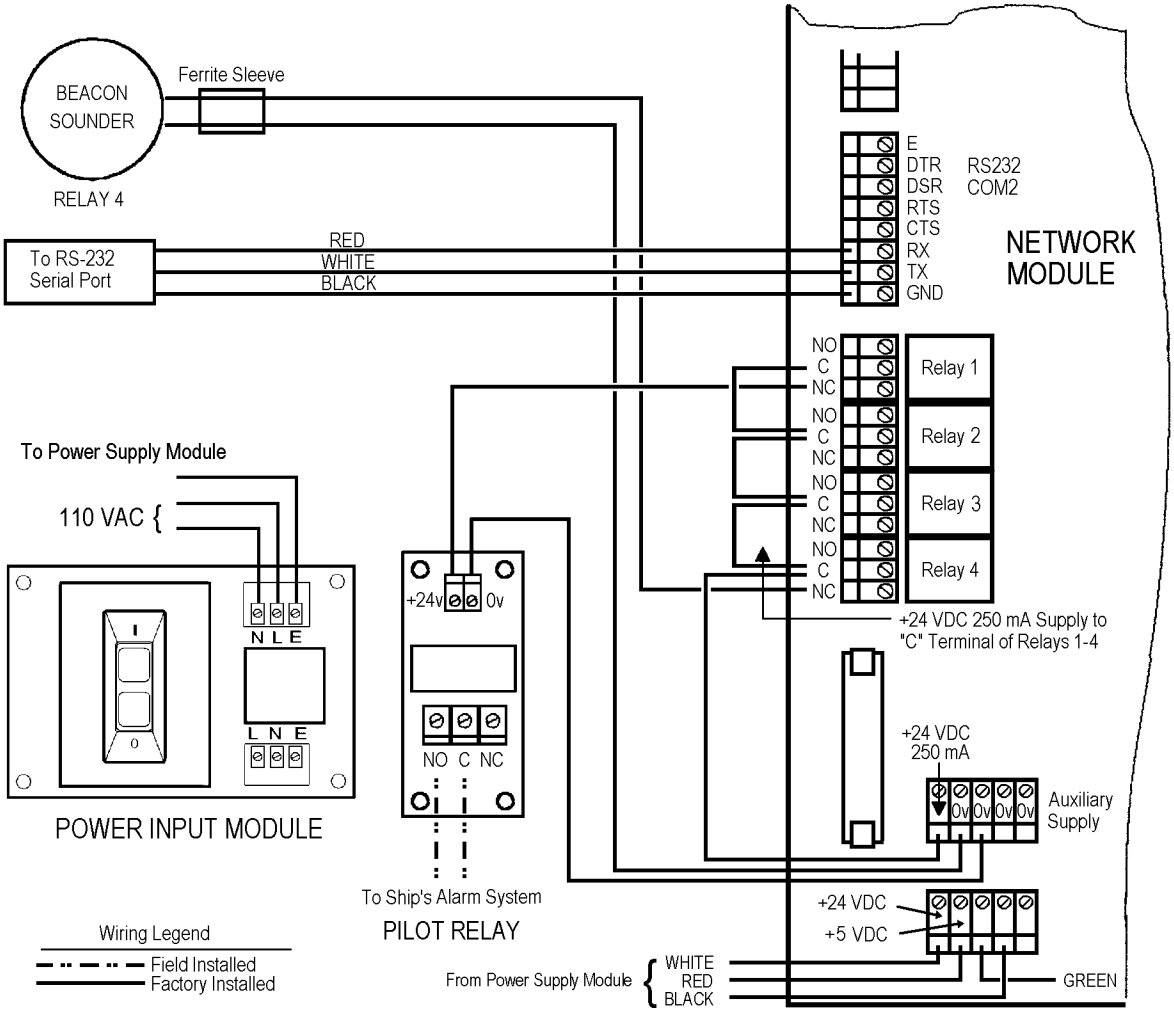

Figure 8-9. Typical Relay Electrical Connections
8-5.1 NETWORK MODULE RELAYS. Four, identical, independent, configurable relays are provided on the network module. Contact voltage should not exceed 30 Vdc. Relays are energized when power is applied to the monitor, and deenergized during an alarm condition or when monitor power is removed. When a relay is energized, the common (C) terminal is connected to the normally open (NO) terminal. When a relay is deenergized, the common terminal is connected to the normally closed (NC) terminal. Typical examples of relay electrical connections are shown in figure 8-8 and figure 8-9.
8-5.2 PILOT RELAY. For shipboard applications, a pilot relay is installed adjacent to the power supply module. The pilot relay contacts are rated for 240 Vac, and are typically controlled by network module “Relay 1” and is used to energize an existing ship’s alarm while providing electrical separation between the circuits. A typical example of pilot relay electrical connections is shown in figure 8-9.